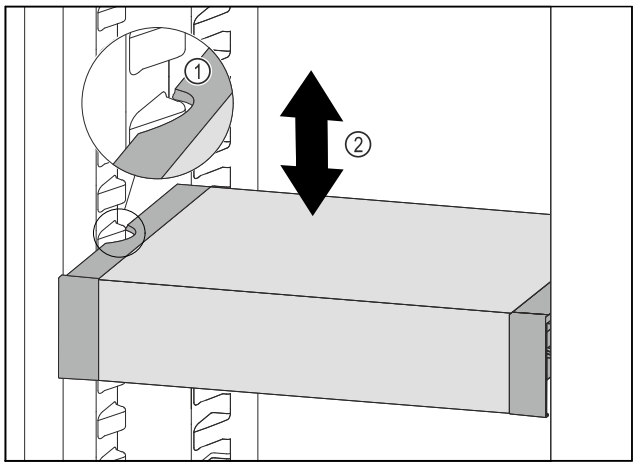

Fig. 133
▶ Predal VarioSafe povlecite v smeri naprej, dokler nista stranska izreza predala VarioSafe na višini nastavka za posodo v hladilniku. *Fig. 133 (1)*
▶ Predal VarioSafe premikajte v hladilniku gor ali dol, dokler ne dosežete želeno višino. *Fig. 133 (2)*